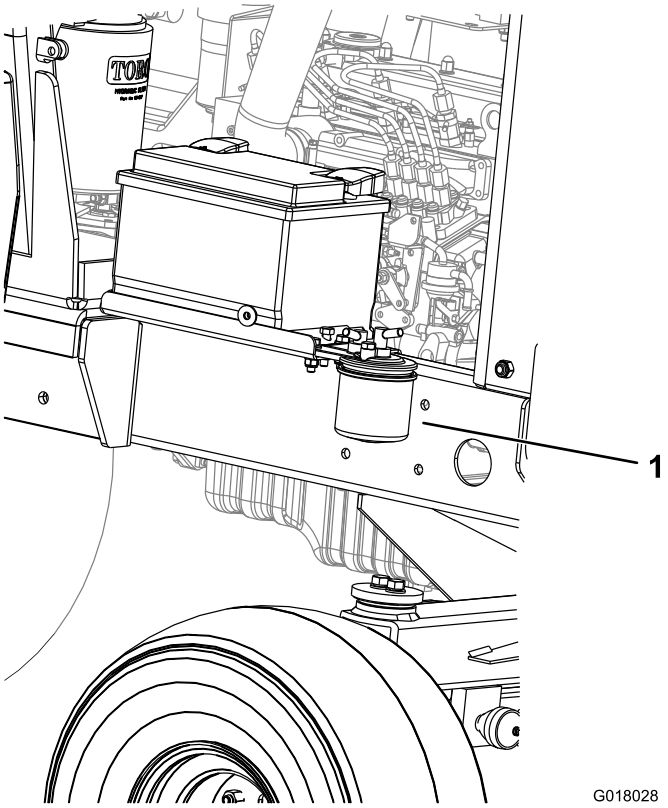

**Figuur 43**
1. Plaats een schone opvangbak onder de brandstoffilterbus (Figuur 43).